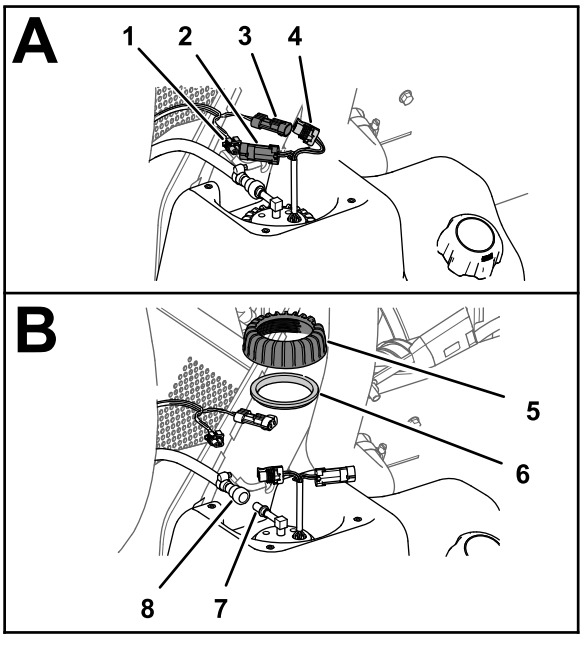

Figuur 83
1. Koppel de connector met 2 contacten van de machinekabelboom los van de connector met 2 pinnen van de brandstofpomp/verzendingseenheid; koppel de connector met 2 pinnen van de machinekabelboom los van de connector met 2 contacten van de brandstofpomp/verzendingseenheid (Figuur 83).
2. Schuif de vergrendelingshuls van de koppeling van de brandstofslang weg van de fitting van de brandstofpomp/verzendingseenheid en verwijder de koppeling en de slang van de fitting (Figuur 83).
3. Draai de moer voor de brandstofpomp/verzendingseenheid linksom en verwijder de moer en afdichting (Figuur 83).